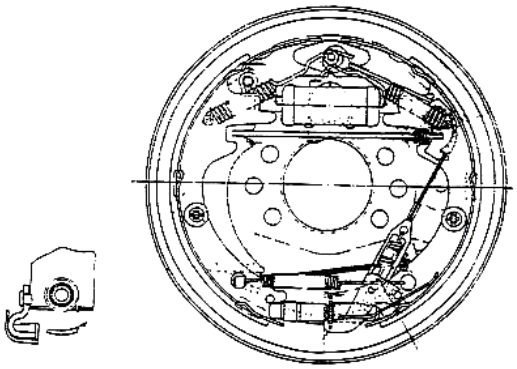

Figure 2-25
2.5.4 Operation test of the automatic clearance regulator as shown in Figure 2-25